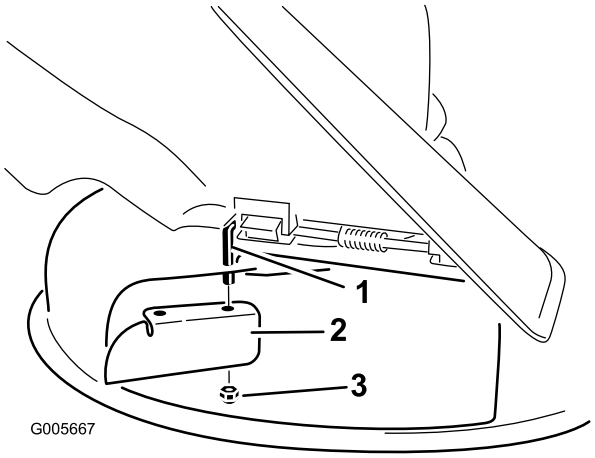

Figur 27
7. Montera kantskärmen på den synliga vridbara stången (Figur 27).
3. Ta bort kantskärmen från klippdäcket (Figur 27).